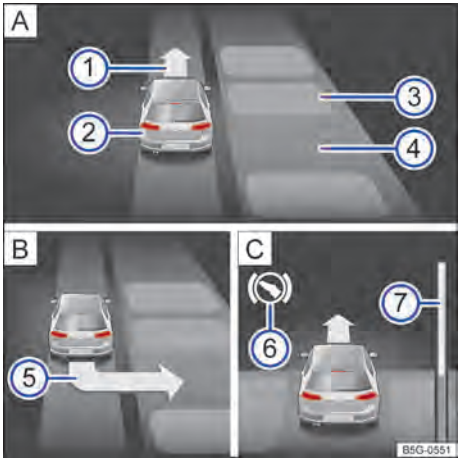

Fig. 105 No display do instrumento combinado: estacionar lado a lado. [A] Procurar uma vaga de estacionamento. [B] Posição para estacionar. [C] Manobrar.
– Estacionar ao aparecer no display do instrumento combinado a indicação de estacionamento → Fig. 105 (5) → Página 139.
Legenda da → Fig. 105 (modo de estacionamento lado a lado com marcha a ré):
– Frear quando soar um alarme sonoro indicando para mudar de direção, acender a seta → Fig. 105 (1) [A], acender o símbolo branco ⊘ ou mostrar uma mensagem.